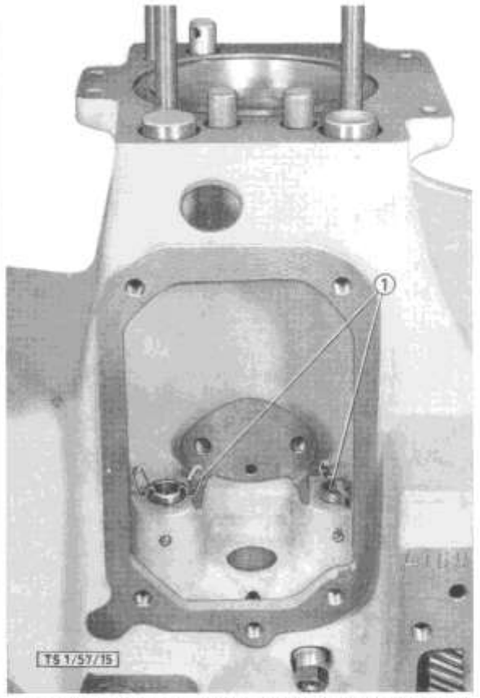
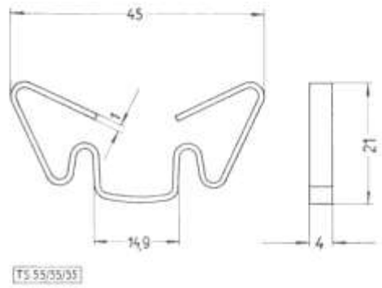

Bild 55: **Fixieren der Ventilstößel mittels Haltefedern**
Bild 56: **Ventilstößelhaltefeder**
5. Ventilstößel ganz herausziehen und mittels Haltefedern (Bild 56) befestigen (Bild 55).